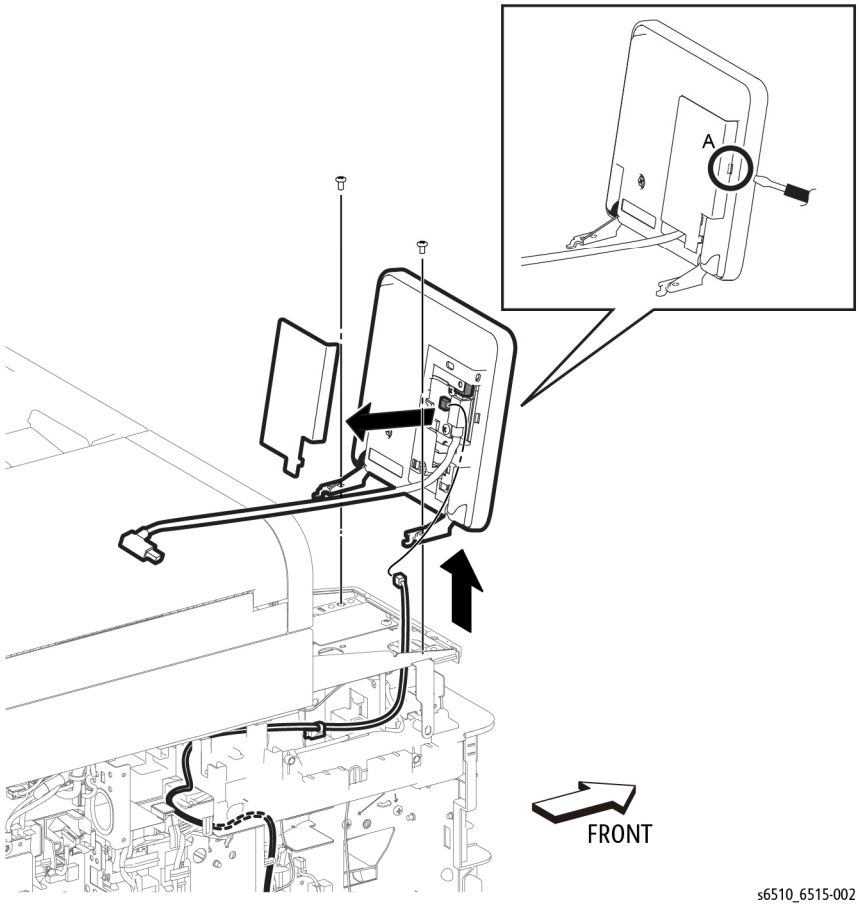

Figure 1 Remove the UI Access Door (MFP)
1. Refer to Figure 1 to insert a flat blade screwdriver at the side of the UI Access Door and slightly open the UI Access Door.